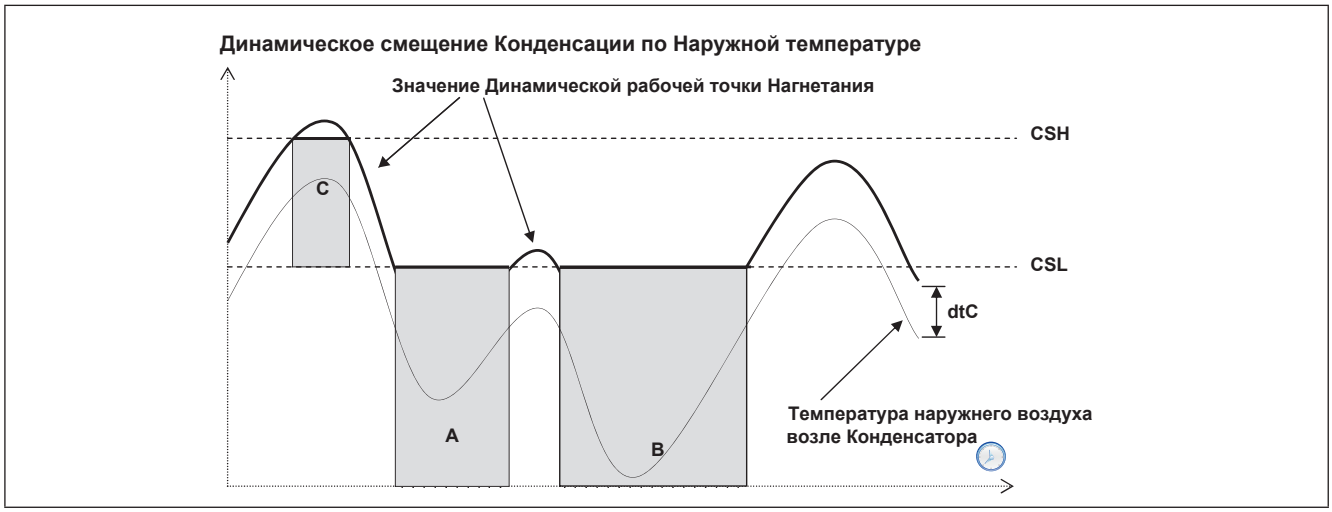

**Рис. 39.** Плавающая (динамическая) конденсация по температуре наружного воздуха
Переохлаждение **UCtemp** (смотрите Рис. 39) рассчитывается по датчикам температуры переохлаждения, который устанавливается перед жидкостным ресивером, и давления нагнетания по формуле:
- действующее значение рабочей точки конденсации не может быть ниже значения **CSL** (области A и B на диаграмме плавающей конденсации по температуре наружного воздуха - смотрите Рис. 39).
- действующее значение рабочей точки конденсации не может быть выше значения **CSH** (область C на диаграмме плавающей конденсации по температуре наружного воздуха - смотрите Рис. 39).